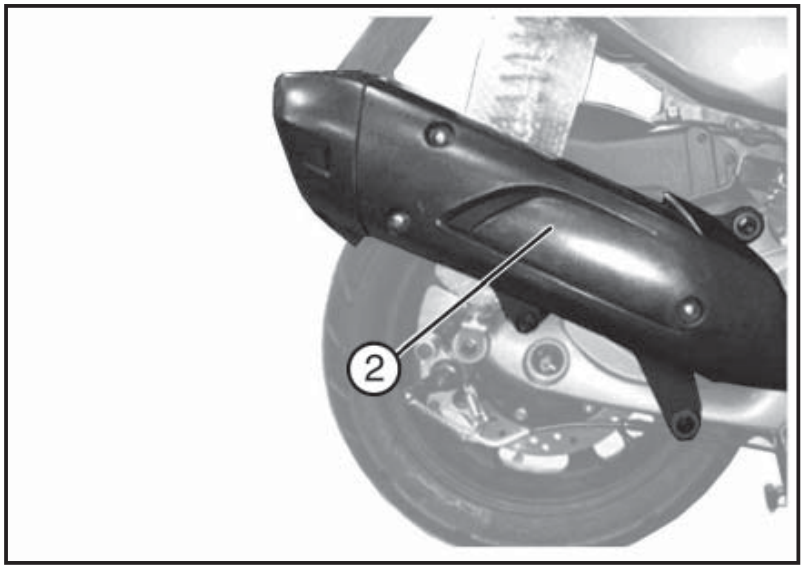

Fig. 02 QSI0032
4.22 SISTEMA DI SCARICO (Fig. 02)